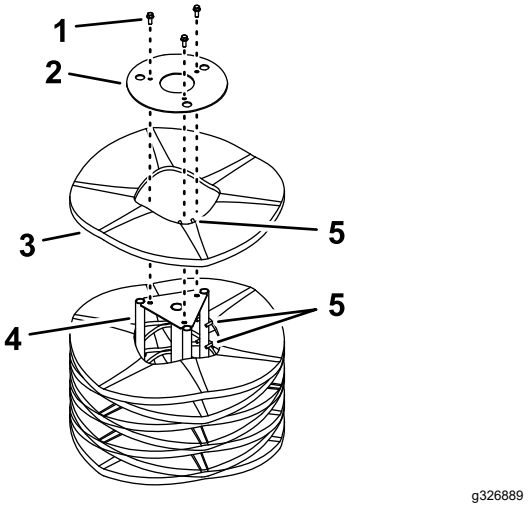

Figuur 38
5. Zet de borstel verticaal neer zodat de eindplaat naar boven wijst (Figuur 38).
6. Neem de bevestigingsmiddelen van de eindplaat (Figuur 38).
8. Plaats de nieuwe segmenten zodat de metalen uitlijnvingers verspringen, zoals in Figuur 38.